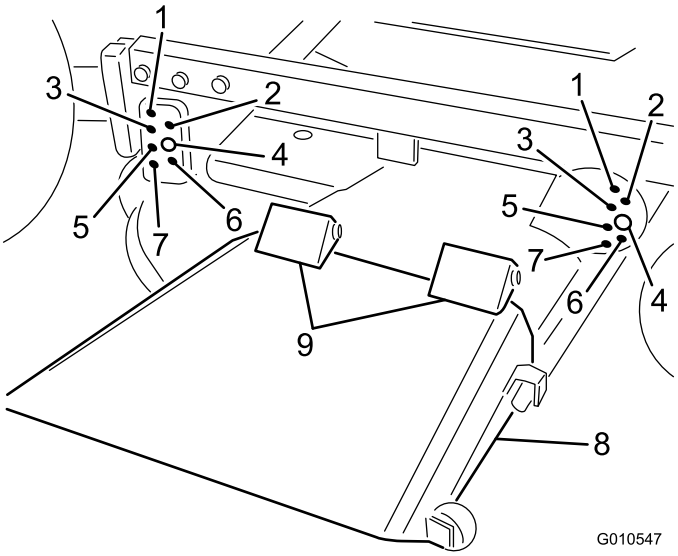

Figur 9
7. Sænk bærerrammen, og monter 4 gaffelbolte ind gennem de ønskede højdeindstillingshuller og rammebeslag. Fastgør alle 4 gaffelbolte med låseclips (Figur 9).